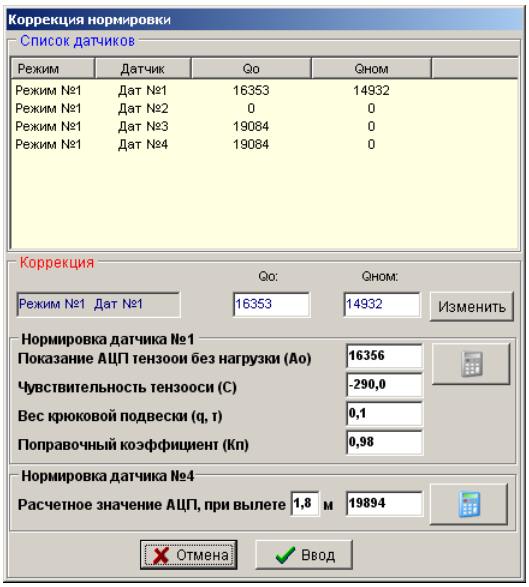

Рис. 6.
2.7.2. Выбрать опцию «Коррекция значений нормировки», появится окно «Коррекция нормировки», рис. 6.
3.2.4. Выбрать датчик №4 (датчик угла наклона стрелы). Проконтролировать показания АЦП при установке стрелы на вылет 1,8 м. Показания АЦП должны соответствовать расчетному значению АЦП (рис.6). При необходимости произвести нормировку датчика угла, для чего нажать и отпустить кнопку «0%». Проверить соответствие показаний АЦП расчетному значению.